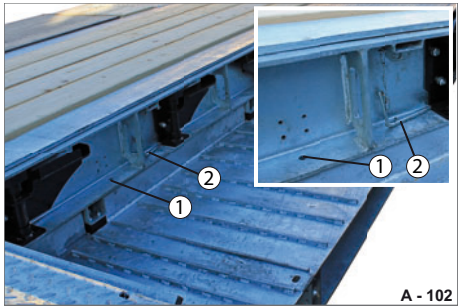

Abb. 110 Radmulden-Gestell, entsichert
▶ Stecken Sie den Sicherungsstift (Abb. 110/2) aus der Bohrung (Abb. 110/1) aus.